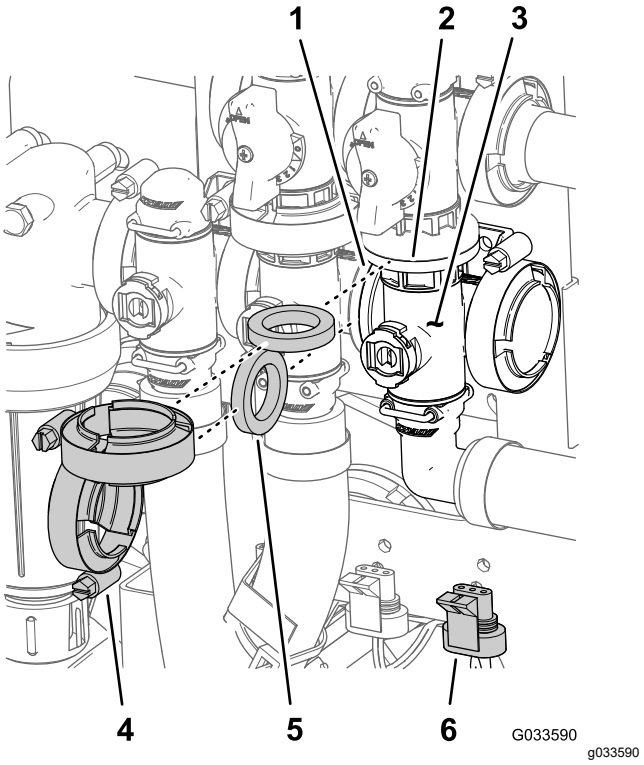

Figure 119
1. Remove flange clamps and gaskets that secure the manifold for the master-boom valve (Figure 119) to the master-boom bypass valve, agitation valve, and 90° flanged elbow (at the end of the hose for the flow meter).